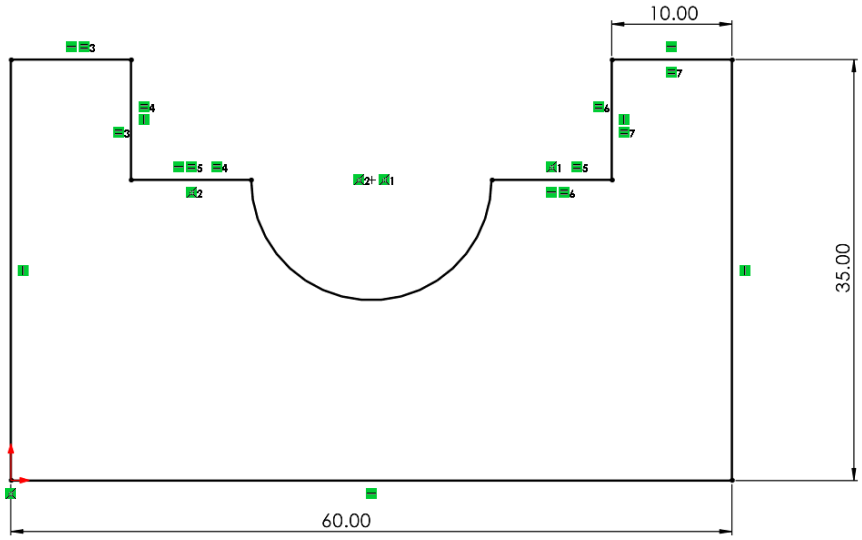

Figure 2-68 The fully defined sketch
4. Move the cursor to the drawing area and right-click to display the shortcut menu. Choose the **Clear Selections** option from the shortcut menu to remove the selected entities from the selection set. You will notice that in Figure 2-68 an equal relationship is applied between the line 3, line 4, line 5, line 7, line 8 and line 9.
5. Choose the **OK** button from the **Add Relations PropertyManager** to close the PropertyManager. Refer to Figure 2-68 to view the relations applied to the sketch. Click anywhere in the drawing area to clear the selected entities.
4. Place it at a suitable location; the **Modify** dialog box is displayed. Enter **60** in this dialog box and press Enter, refer to Figure 2-68.
6. Place it at a suitable location; the **Modify** dialog box is displayed. Enter **35** in this dialog box and press Enter, refer to Figure 2-68.
8. Place it at a suitable location; the **Modify** dialog box is displayed. Enter **10** in this dialog box and press Enter. The fully defined sketch is shown in Figure 2-68.